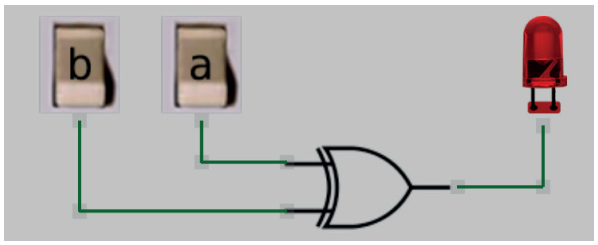

Figura 3.72 – Simulação da porta OU-Ex de duas entradas no Atanua.
27. Utilizando o software de simulação Atanua, simule a porta OU-Ex (XOR) de acordo com a figura 3.72.